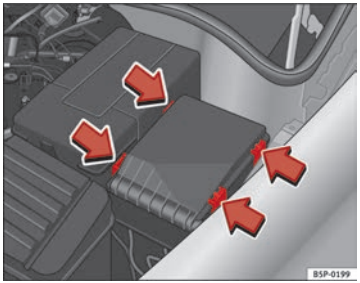

**Fig. 180 Fuse box cover in engine compartment**
– Prise off the fuse cover in the engine compartment by pressing the tabs towards the centre of the cover ⇒ Fig. 180.